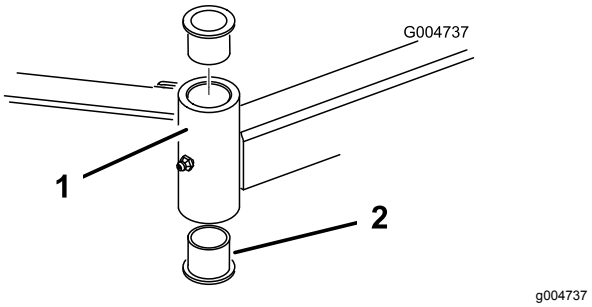

Figur 86
4. Sæt en uddriver ind i den øverste eller nederste del af monteringsrøret, og driv bøsningen ud af røret (Figur 86).